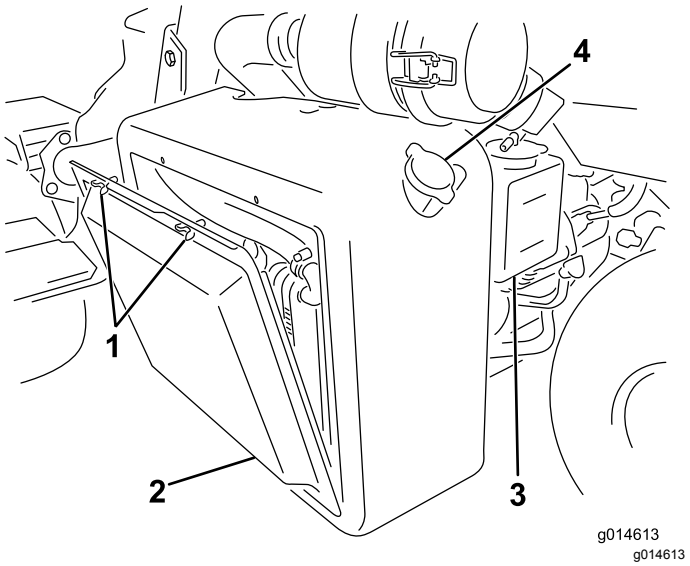
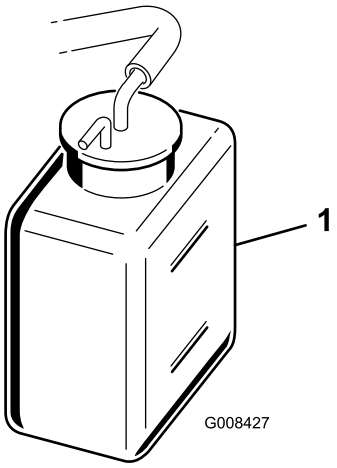

**Figuur 40**
**Figuur 41**
1. Verwijder het radiateurscherm (Figuur 40).
2. Controleer het koelvloeistofpeil (Figuur 40 en Figuur 41).